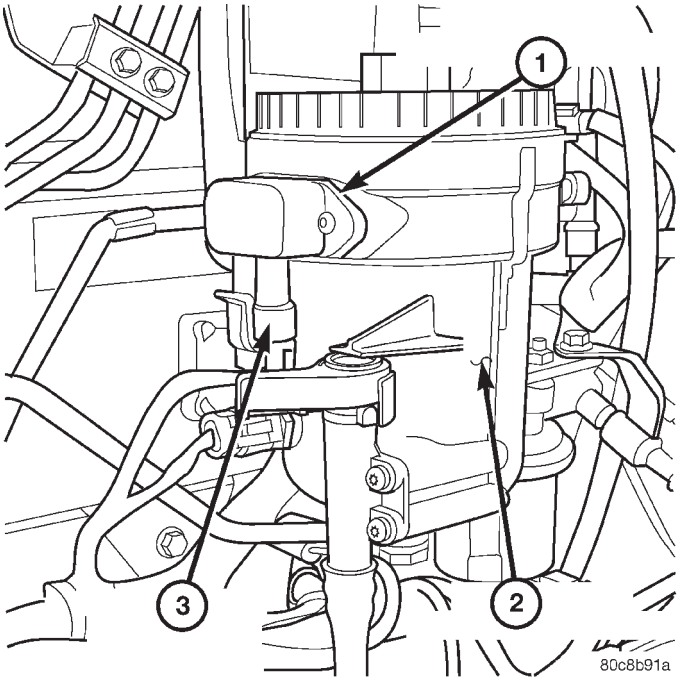

Fig. 19 Fuel Heater Location
The fuel heater assembly is located on the side of the fuel filter housing (Fig. 19).
(1) Disconnect electrical connector at sensor (Fig. 19).